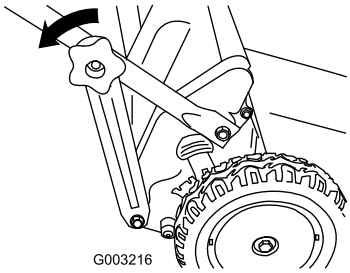

Figur 13
1. Afmonter de nedre håndtagsknapper, der fastgør håndtagsbeslagene til den nederste del af håndtagets stænger (Figur 13).